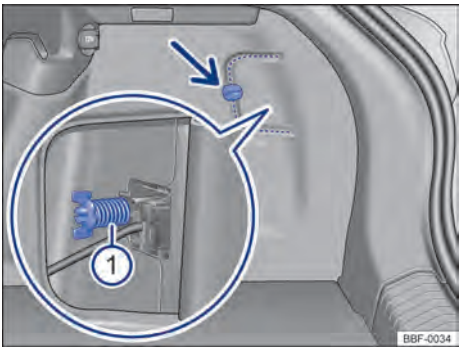
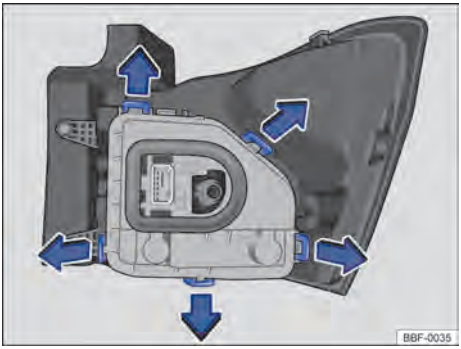

Fig. 141 No compartimento de bagagem: desinstalar cobertura e retirar o parafuso borboleta ① (lupa).
Fig. 142 Lanterna traseira: desinstalar o suporte das lâmpadas
① Observar a lista de controle e executar as ações → Página 185.
② Abrir a tampa traseira → Página 74.
③ Para abrir a cobertura da lanterna, girar a trava → Fig. 141 (seta).
④ Abrir a cobertura junto com a trava para o lado.
⑤ Soltar o parafuso borboleta ① (lupa) e retirá-lo, segurando, ao mesmo tempo a lanterna traseira.
⑥ Puxar cuidadosamente a lanterna traseira para fora, para desencaixá-la da carroceria → ⓘ.
⑦ Desencaixar o conector de alimentação das lâmpadas da lanterna, para remover totalmente a lanterna.
⑧ Colocar a lanterna traseira sobre uma superfície limpa e lisa.
⑨ Para destravar o suporte das lâmpadas, pressionar cada lingueta de travamento → Fig. 142 no sentido das setas.
⑩ Remover o suporte das lâmpadas cuidadosamente.
⑪ Para remover as lâmpadas incandescentes queimadas pressionar a lâmpada contra o alojamento e girar no sentido anti-horário.
⑫ Substituir a lâmpada incandescente queimada por uma lâmpada incandescente nova do mesmo modelo.
⑬ Para inserir as novas lâmpadas no suporte das lâmpadas, introduza a nova lâmpada no respectivo alojamento. Pressionar a lâmpada e girar no sentido horário até o batente.
⑭ Certificar-se de que as lâmpadas estão corretamente fixadas no suporte das lâmpadas.
⑮ Instalar o suporte das lâmpadas na lanterna traseira. As linguetas de travamento → Fig. 142 devem encaixar de forma audível.
⑯ Colocar o conector de alimentação na lanterna.
⑰ Encaixar a lanterna traseira cuidadosamente no alojamento da carroceria.
⑱ Segurar a lanterna traseira na posição de montagem com uma das mãos e aparafusar com a outra o parafuso borboleta → Fig. 141 ①.
⑲ Recolocar a cobertura da lanterna em sua posição e girar a trava para fechar.
⑳ Fechar a tampa traseira → Página 74.